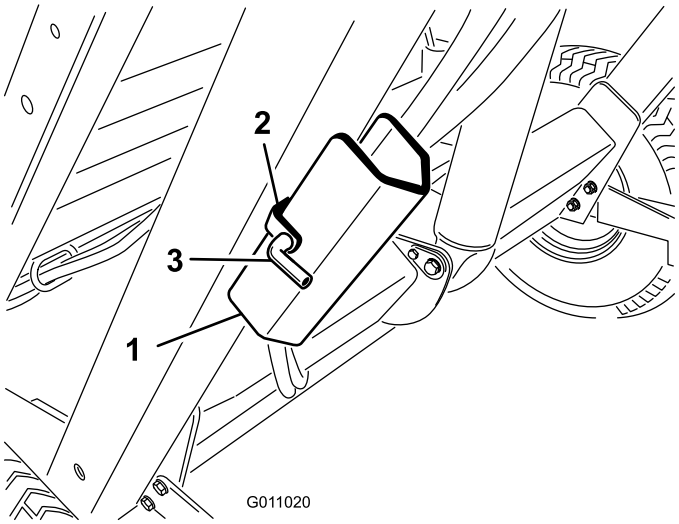

Figur 23
2. Fjern hårnålssplinten og bolten som fester støttepilaren til lagringsbraketten på oppsamlerens ramme (Figur 23). Fjern støttepilaren for beholderen.